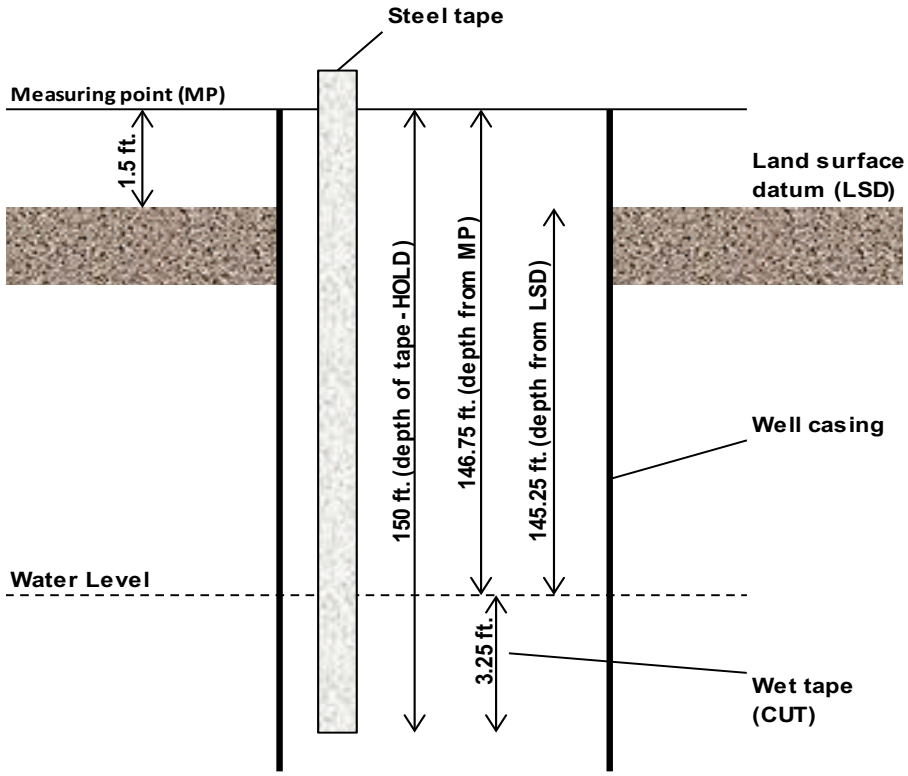

Figure 1. Graduated Steel Tape method of measurement for groundwater levels (not to scale).
3) Insert the graduated steel tape at the measuring point (MP) referenced in the field book.
10) Subtract the depth of the inserted tape (HOLD) from the wetted mark on the tape (CUT). For example (see Figure 1), if the tape was lowered to 150 feet and the wetted mark was at 3.25 feet the calculation is: 150 – 3.25 = 146.75.